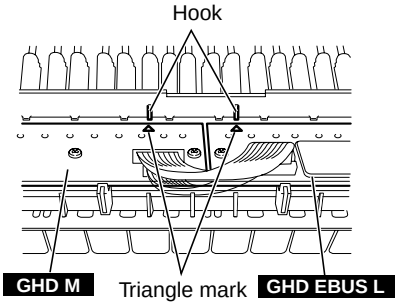

Fig. 32
* ***When installing the circuit boards, set it under hooks to align the triangle marks of the circuit board and projection parts of the frame as shown in figure 32.***